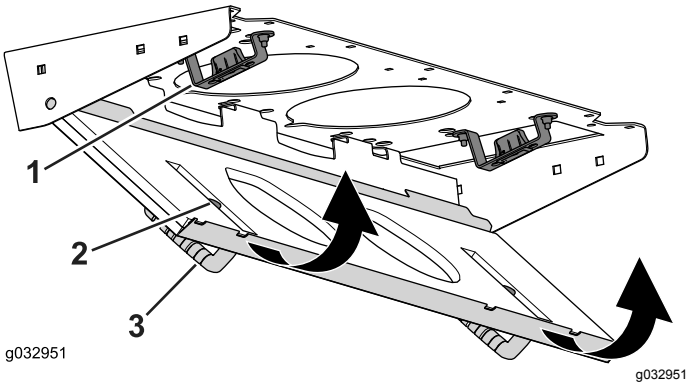

Figur 137
4. Drej filtersigten omkring tapperne, indtil låsen låses fast i låsebeslagsamlingen (Figur 137).